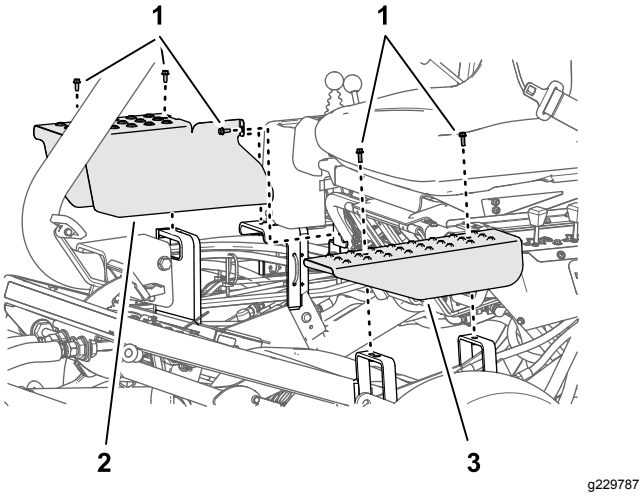

Figura 51
2. Rimuovete i bulloni che fissano la piastra di copertura del cilindro di sollevamento che state regolando dalle staffe di supporto dello chassis (Figura 51).